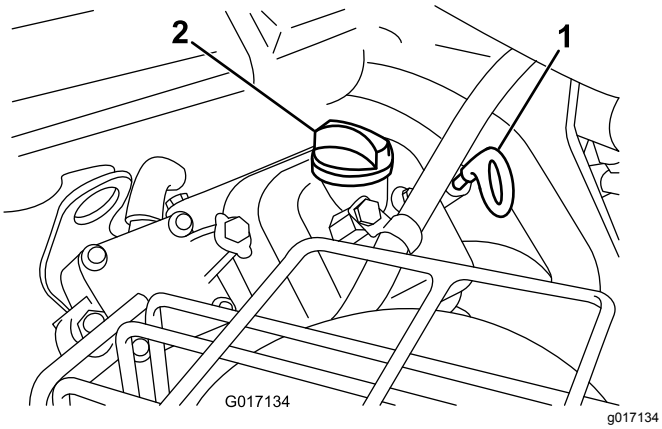

Figur 41
3. Sett peilestaven inn i peilestavrøret og skru den inn i røret (Figur 41).